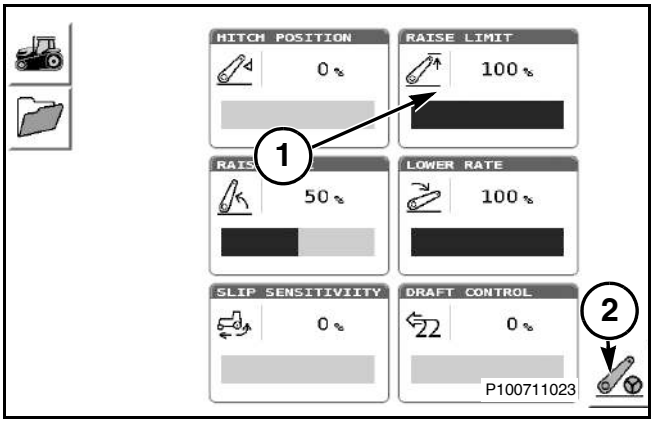

Рис. 154
Рис. 154: Чтобы изменить выделение параметра, выполните прокрутку для выделения вкладки (1) и нажмите кнопку колеса прокрутки. Нажмите кнопку рядом с положением управления для выбора следующего окна (2).